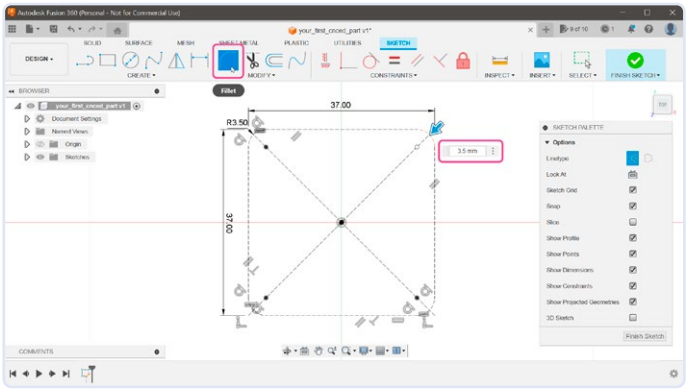

Figuur 4. De hoeken van de behuizing afronden.
4. De print heeft afgeronde hoeken en het zou mooi zijn als onze behuizing die ook heeft (**figuur 4**). Een ruwe meting laat zien dat de hoekstraal ongeveer 3,5 mm is. Selecteer in de werkbalk het *Fillet*-gereedschap en klik afzonderlijk op alle buitenste lijnen. Voer 3,5 mm in als *Fillet Radius*.